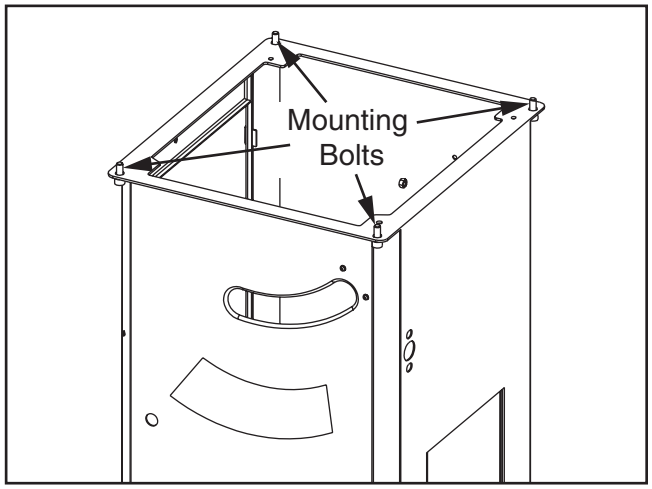

Figure 117. Location of table mounting bolts (table omitted for clarity).
6. Loosen (4) table mounting bolts securing table top to base (see **Figure 117**), and lightly tap table in direction needed to square table to blade.